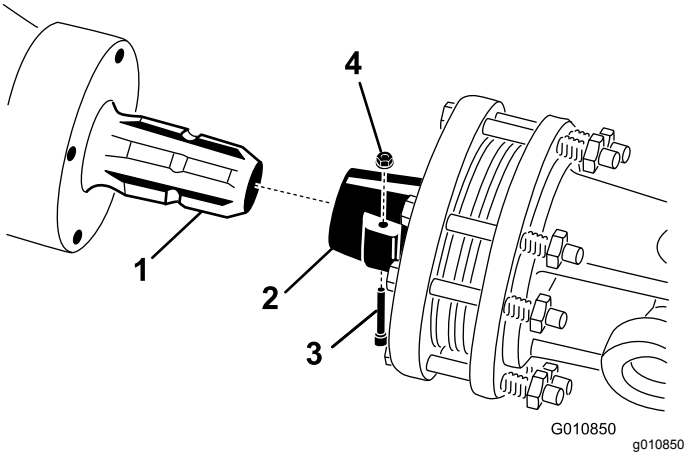

Rysunek 23
1. Zdejmij sworzeń i nakrętkę z wałka sprzęgającego (Rysunek 23).
2. Podłącz koniec wałka sprzęgającego ze sprzęgłem do wałka wejściowego przekładni aeratora używając wcześniej zdjętego sworznia z nakrętką (Rysunek 23). Sworzeń daje się włożyć tylko jedną stroną.